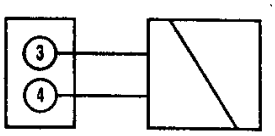

Figure 3
- **sans redresseur** tension de branchement U_{DC} voir plaque signalétique (fig. 3)